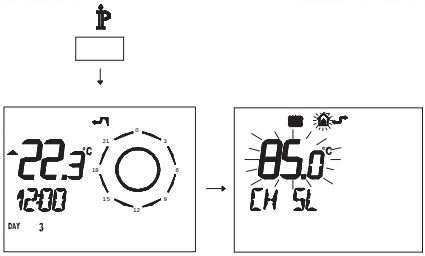

Fig. 7.28
- Press button i for more than 3 seconds to enter in INFO mode (Fig. 7.28).